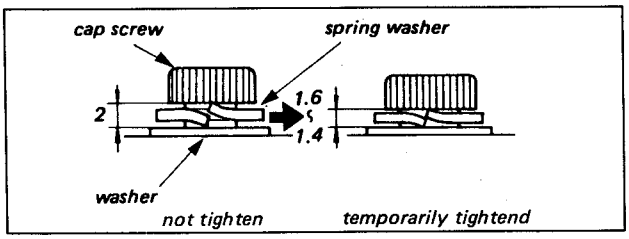

Fig. 9-1. Temporary tightening of cap screw
1. Check to see that the upper drum is temporality tighten with two cap screws with M4 spring washers and flat washers as shown in Fig. 9-1.